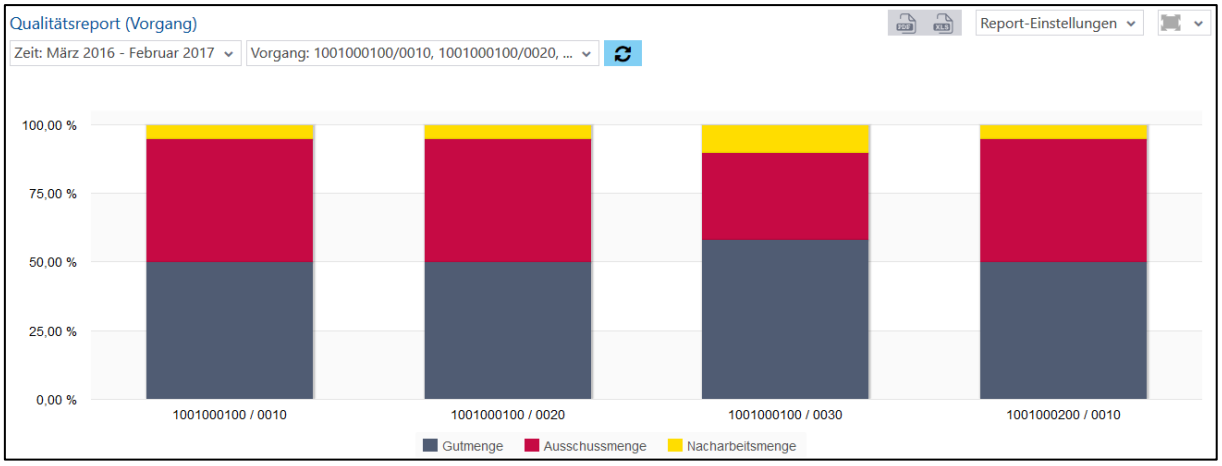

**Bild 129: Qualitätsreport (Vorgang) als Säulendiagramm**
- Qualitätsreport (Vorgang) als Säulendiagramm (Bild 129):